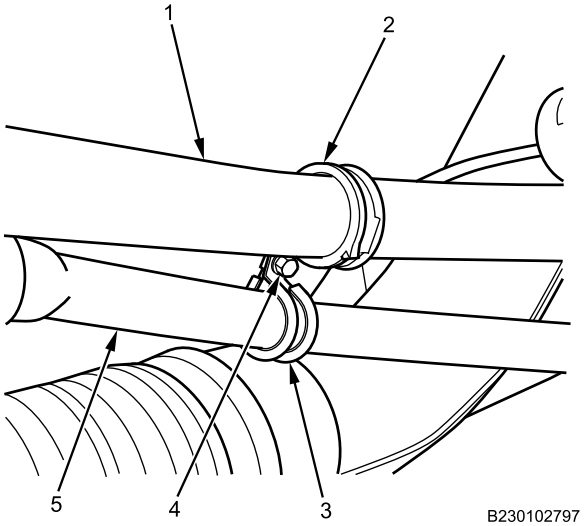

Figure 33. Oil Gauge Tube and Transmission Dipstick Retainer.
23. Position transmission dipstick tube (Figure 33, Item 5) and oil gauge tube (Figure 33, Item 1) next to each other and align retainers (Figure 33, Item 2 and 3). Fasten retainers together with bolt and nut (Figure 33, Item 4) and tighten securely.